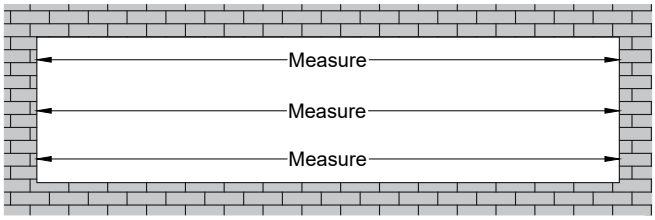

FIG. 2.
B. Measure the width of the opening at the top, middle, and bottom. Select the smallest of these dimensions and subtract the left and right caulk joint width per approved shop drawings ($\frac{1}{4}$"(6.3mm) min caulk joint at each jamb). **SEE Fig. 2**.